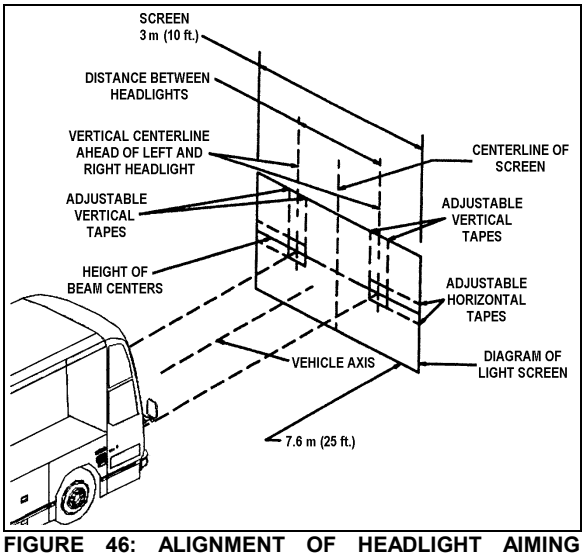

FIGURE 46: ALIGNMENT OF HEADLIGHT AIMING SCREEN 06502
3. The headlight centerlines shall be spaced either side of the fixed centerline on the screen by ½ the lateral distance between the light source centers of the pertinent headlights. The horizontal tapes should be located on the screen at the upper and lower limits called for in the specification with reference to the height of beam centers and the plane on which the vehicle rests, not the floor on which the screen rests (Fig. 46).